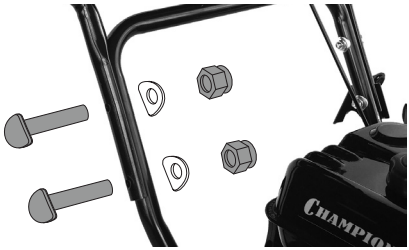

Рис. 5 Установка рукояток
4. Установите рабочие рукоятки с панелью на стойку и закрепите с помощью болтов, шайб и гаек, как показано на Рис. 5.